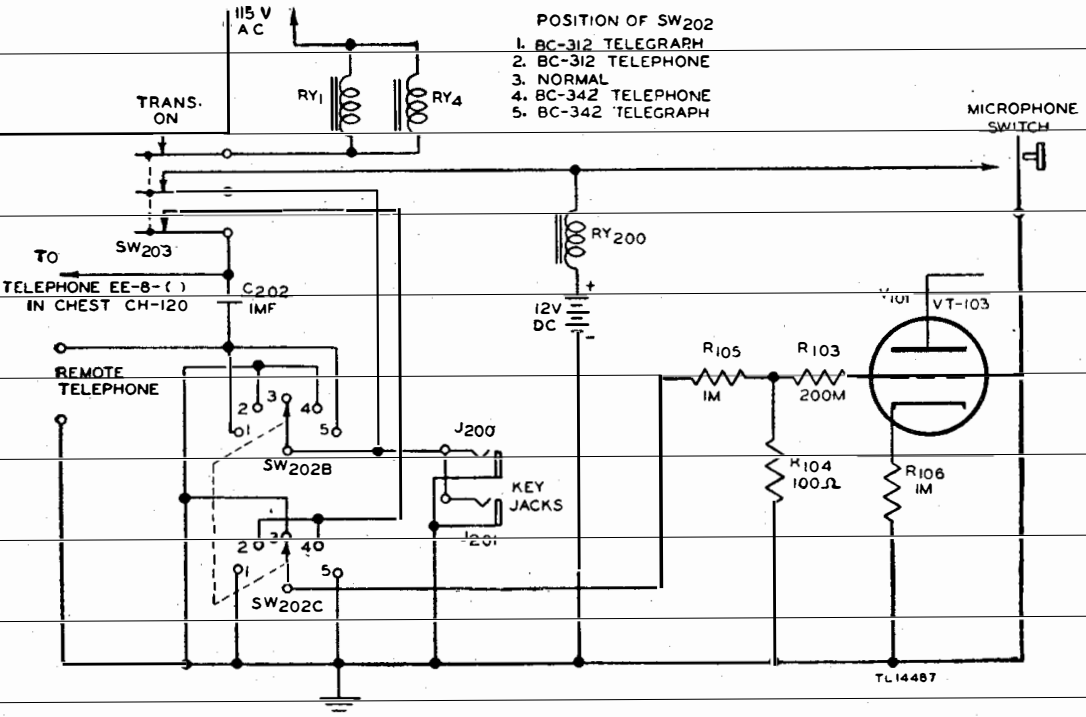

Figure 87. Transmitter control switch in TRANS. ON position—functional diagram.
(1) Applies 115 a-c volts to coils of relays RY_1 and RY_4.
(2) Connects coil of relay RY_{200} to KEY jacks or remote telephone line through contacts on switch SW_{202B}.
(3) Connects remote telephone line through capacitor C_{202} and contacts on switch SW_{202C} to input of speech amplifier.
(4) Connects remote telephone line through capacitor C_{202} and contacts on switch SW_{202A} to the receiver outputs.
b. Trans. on Position (fig. 87).
(1) When switch SW_{203} is set to TRANS. ON and the REMOTE CONTROL EE–8 switch SW_{202} is set to NORMAL, switch SW_{203} performs two functions:
(2) When switch SW_{203} is set to the TRANS. ON position, the B section of switch SW_{202} (fig. 87) operates keying relay RY_{200} (for remote phone operation), or connects the keying relay to the ungrounded REMOTE TELEPHONE terminal of the junction box for remote keying of the transmitter.
(3) When switch SW_{203} is set to the TRANS. ON position, the C section of switch SW_{202} (fig. 87) switches the input of the speech amplifier to the REMOTE TELEPHONE terminals of the junction box for remote modulation of the transmitter.
b. Telegraph Positions (fig. 87). When switch SW_{202} is set to either TELEGRAPH position and switch SW_{203} is set to TRANS. ON, switch SW_{202B} connects keying relay RY_{200} to the REMOTE TELEPHONE terminals of the junction box. The transmitter can then be keyed from the far end of a telephone line connected to the REMOTE TELEPHONE terminals. When switch SW_{203} is set to REC. TO EE-8, switch SW_{202A} connects the a-f output from Radio Receiver BC-312-( ) or BC-342-( ) to the telephone line. This enables the operator at the remote station to hear the signals received by either receiver. The choice of receivers depends on whether switch SW_{202} is set to the BC-312 or BC-342 position. Switch SW_{202C} grounds the Telephone EE-8 input to the speech amplifier. Capacitor C_{202} isolates the a-f circuits in the junction box from the d-c circuits.
c. Telephone Positions (fig. 87). When switch SW_{202} is set to either TELEPHONE position and switch SW_{203} is set to TRANS. ON, switch SW_{202B} completes the d-c circuit through relay RY_{200}, and switch SW_{202C} connects the REMOTE TELEPHONE terminals (through capacitor C_{202}) to the Telephone EE-8 input to the speech amplifier. This enables the operator at the remote station to voice modulate the transmitter by speaking into the microphone of the Telephone EE-8-( ) at the remote station. When switch SW_{203} is set to REC. TO EE-8, switch SW_{202A} connects the a-f output from either radio receiver to the telephone line. This enables the operator at the remote station to hear the signals received by either receiver. The choice of receivers depends on whether switch SW_{202} is set to the BC-312 or BC-342 position.
d. Normal Position (fig. 87). When switch SW_{202} is set to NORMAL, switch SW_{202C} grounds the Telephone EE-8 input to the speech amplifier.